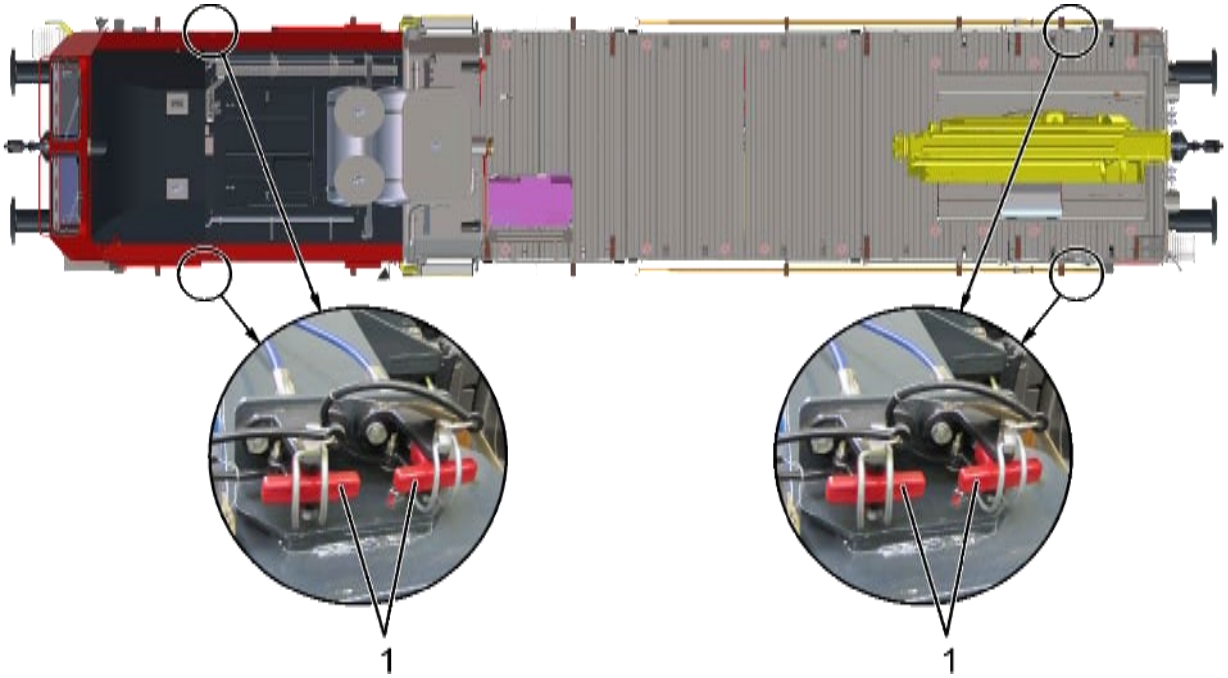
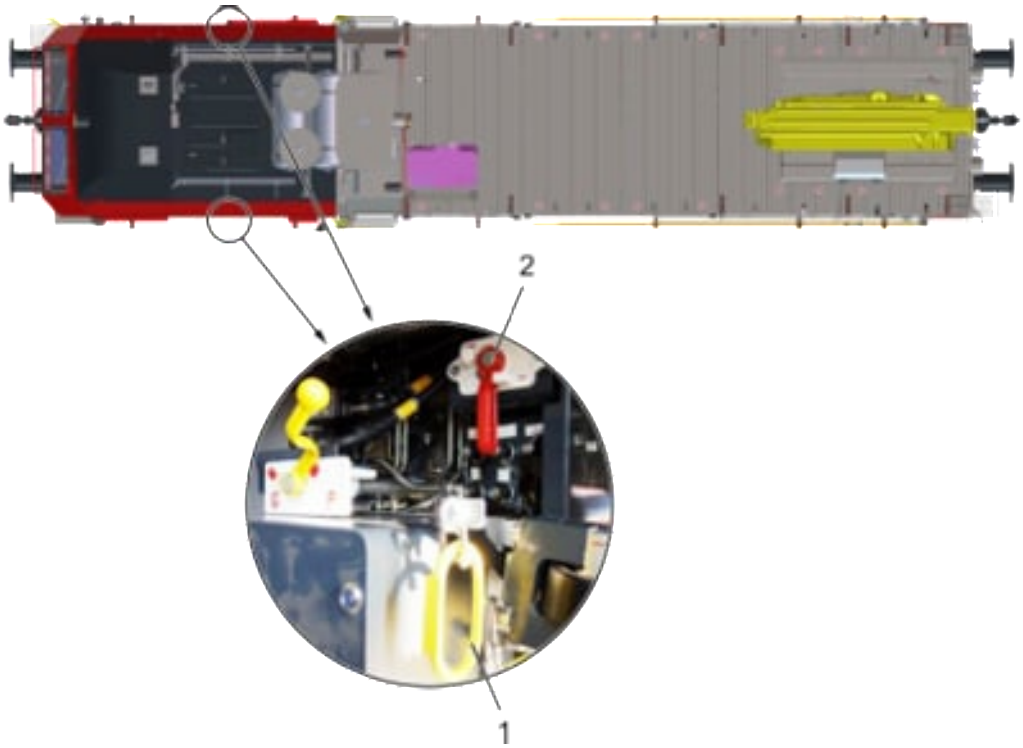

Fig. 150: Maniglia di comando freno a molla
Fig. 151: Maniglia di comando freno di esercizio
Se necessario (variatore continuo non disinnestato) collegare la pompa a pedale (che si trova nella cabina di guida) all'attacco dell'aria compressa, cfr. Fig. 151 (4).
4. Portare la leva di isolamento freno, cfr. Fig. 151 (2) in posizione OFF.
5. Azionare la maniglia di comando (1).
6. Azionare la maniglia comando, cfr. Fig. 150 (1) su entrambi i carrelli.